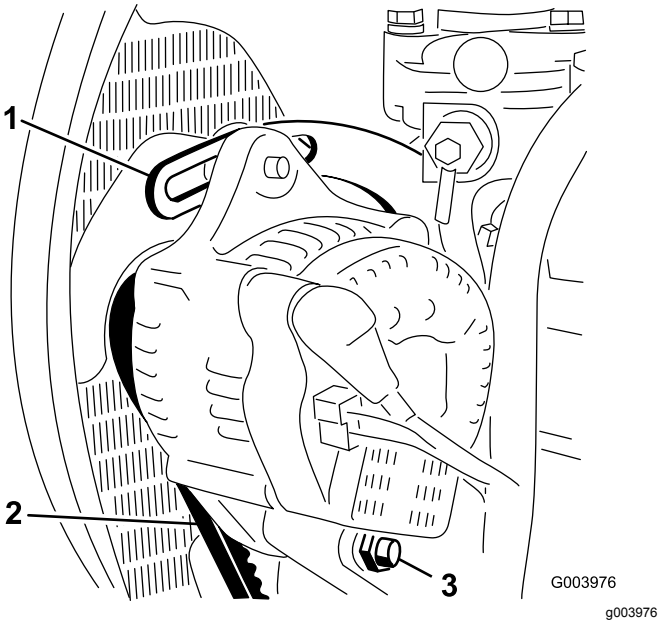

Figur 48
2. Kontroller generatorremmens tilspænding ved at trykke den ned (Figur 48) midt mellem generatoren og krumtapakslen med en belastning på 10 kg.
3. Løsn den bolt, der fastgør afstiveren til motoren (Figur 48), den bolt, der fastgør generatoren til afstiveren, og drejebolten.